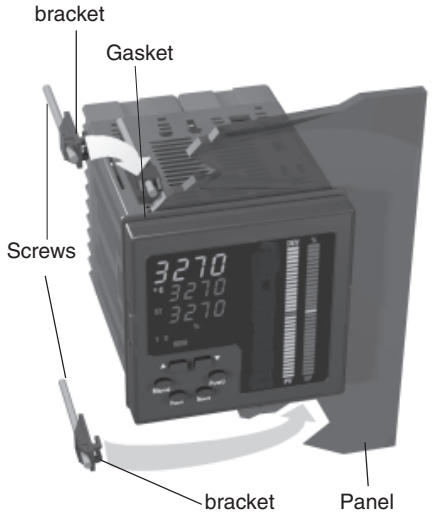

Fig. 1
To assure the IP65 and NEMA 4 protection, insert the panel gasket between the instrument and the panel as shown in fig. 1.
4) insert the mounting brackets as shown in fig.1;